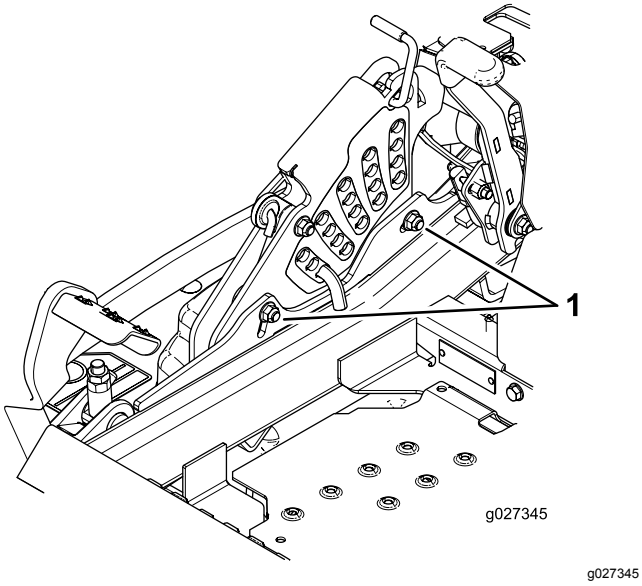

Figura 98
11. Para ajustar el sistema de ajuste de un solo punto, afloje los 2 pernos situados cerca del borde inferior de la pletina de altura de corte (Figura 98).
13. Apriete los 2 pernos en el borde inferior de la pletina de altura de corte (Figura 98).